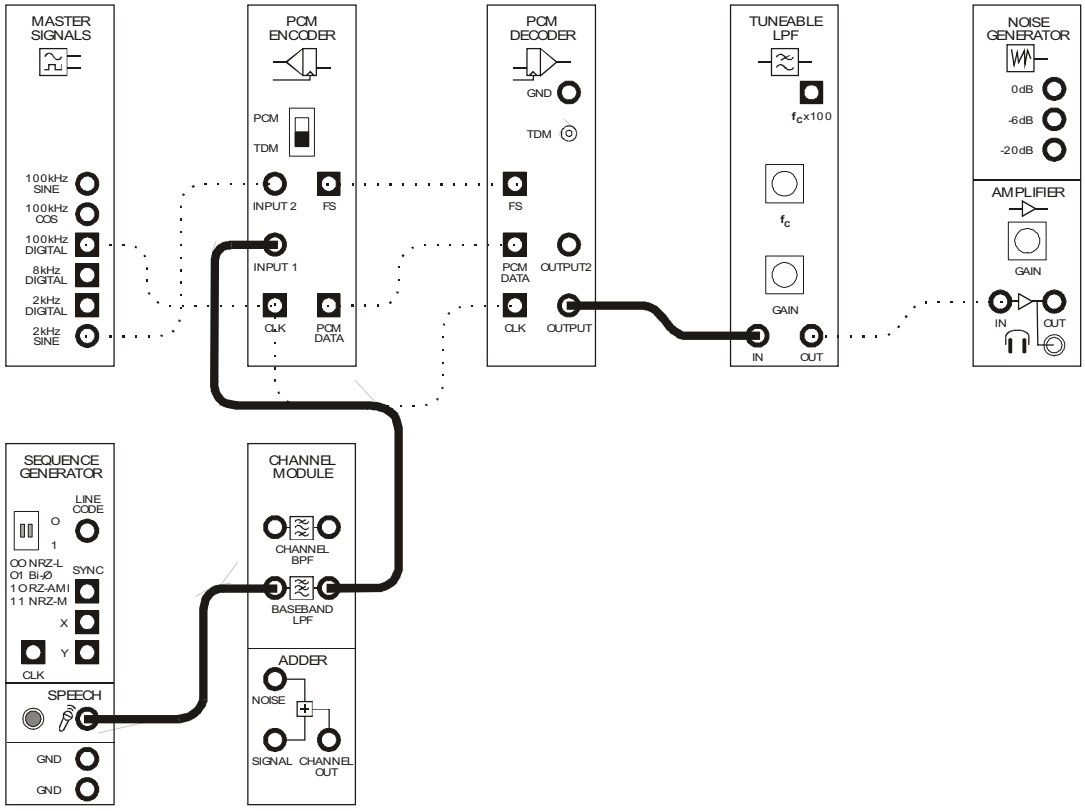
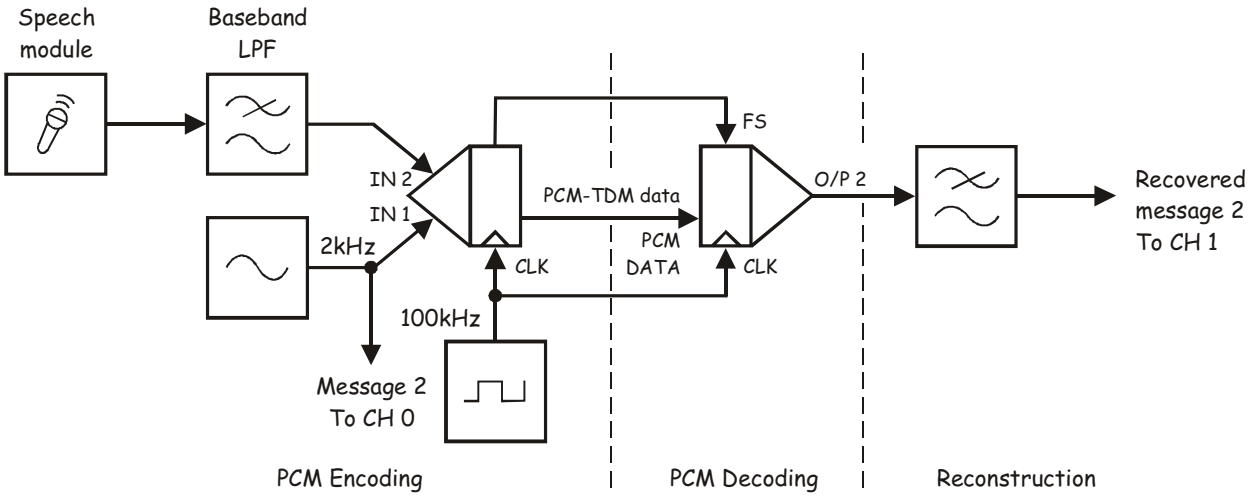

Figure 6
Figure 7
43. Modify the set-up as shown in Figure 6 below (again, leaving the scope connections as they are).
The set-up in Figure 6 can be represented by the block diagram in Figure 7 below. The 1kHz sinewave from the function generator has been removed and replaced by the output of the speech module. Notice that the speech signal is band-limited to 2kHz using the Baseband LPF module. This prevents the higher frequency components of the speech signal from producing aliases inside the reconstruction filter's pass-band.